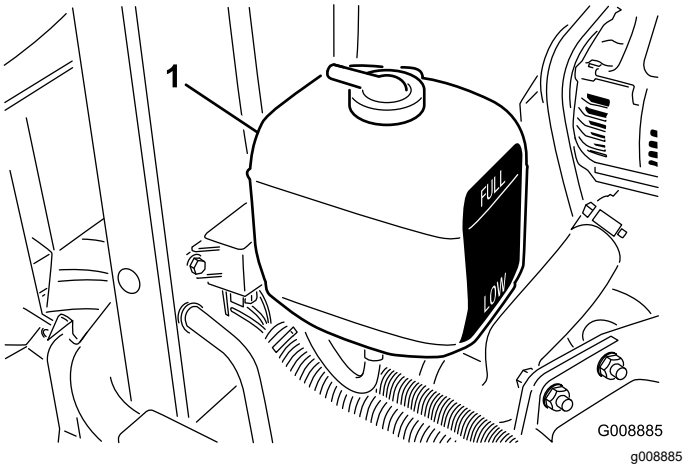

Figur 31
2. Kontroller kjølemiddelnivået i ekspansjonstanken (Figur 31). Når motoren er kald, skal kjølemiddelnivået være omtrent midt mellom merkene på siden av tanken.